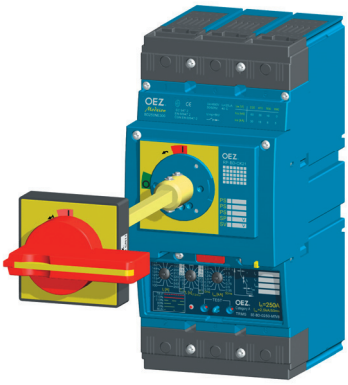

Рис. 2 - РАЗМЕРЫ см. стр. E29
b) через дверцу распределительного щита (рис. 2)